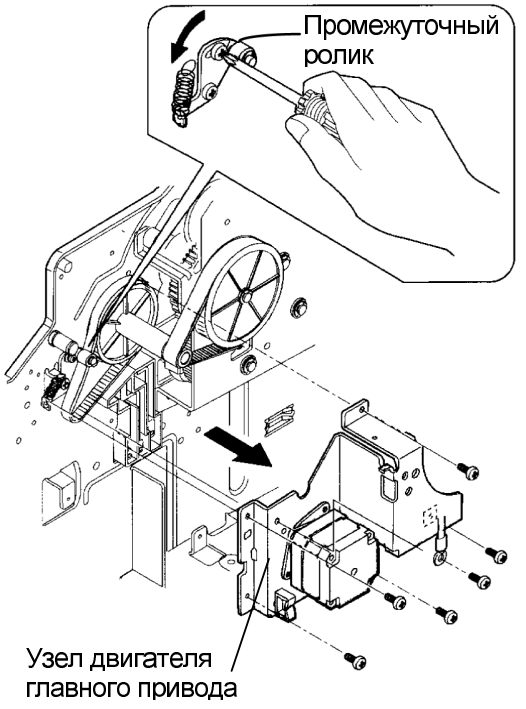

Рисунок 2. Снятие узла двигателя главного привода
3. (Рисунок 2): При необходимости ослабьте промежуточный ролик.